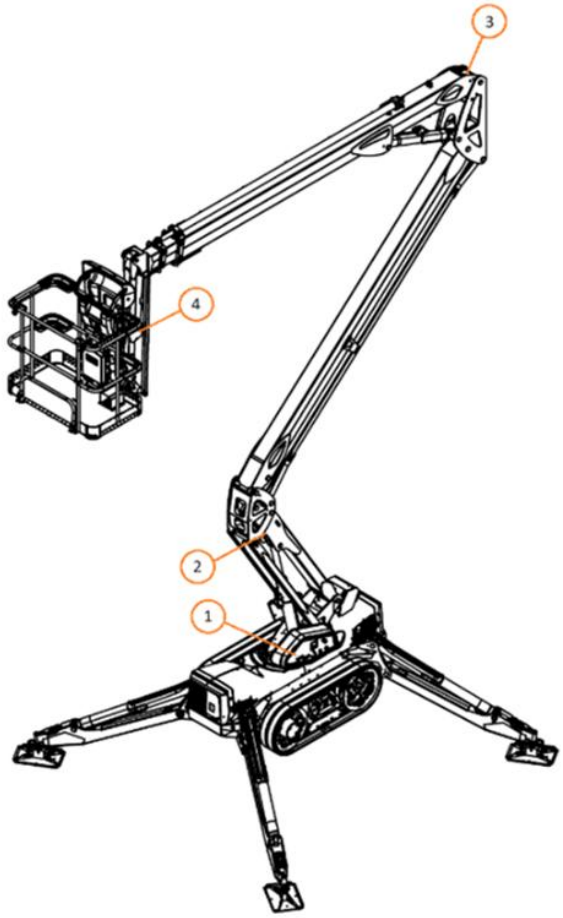

Figura 38. Sensori di posizione della macchina
Sulla piattaforma aerea di accesso sono presenti quattro (4) sensori di posizione. Uno dei sensori è situato all'interno del pannello di comando inferiore e misura l'inclinazione del telaio (figura 38(1)). Gli altri tre sensori sono situati nella struttura dei bracci. Uno nel braccio inferiore in corrispondenza dell'estremità del martinetto (figura 38(2)), uno all'interno del braccio superiore sotto lo sportello di servizio (figura 38(3)) e uno nel braccio a pendolo in corrispondenza dell'estremità inferiore del martinetto sotto la copertura protettiva (figura 38(4)).